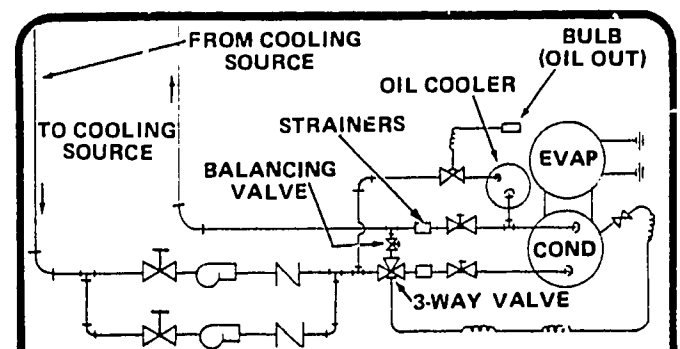

FIG. 48 TYPICAL DIVERSION OF ENTERING CONDENSER WATER WITH OIL COOLER
- **Oil Cooler Piping** - Units that are equipped with a water cooled oil cooler have a two-way water regulating valve.(Fig. 48)